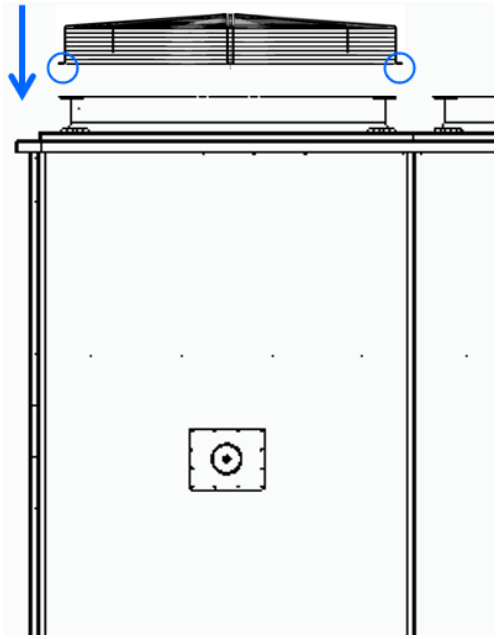

Figure 22 - Orientación para la instalación de la rejilla de protección.
1. Coloque la rejilla de protección sobre la abertura del ventilador, con los puntos de fijación orientados hacia el equipo, según se muestra en la Figure 22.